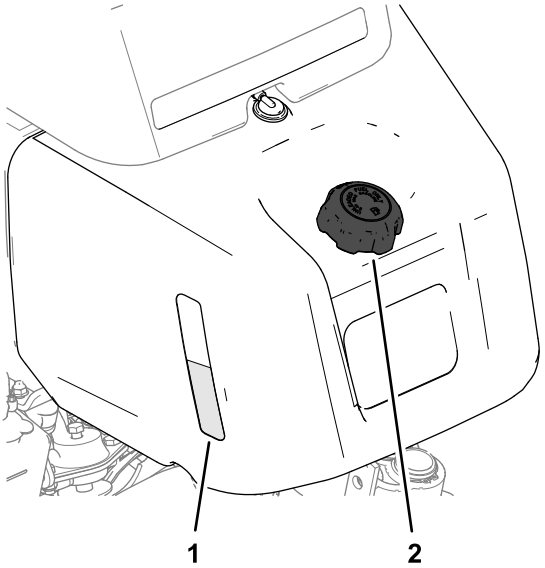
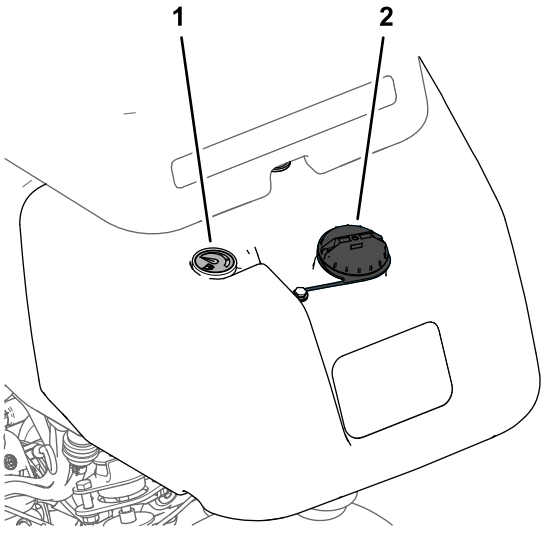

**Figuur 21**
**Figuur 22**
1. Reinig de omgeving van de tankdop en verwijder deze (Figuur 21 of Figuur 22).